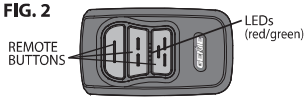

FIG. 3
(If you already have a working "code switch" remote, simply match your new GenieMaster™ Remote switches to those on your existing remote and proceed to step 4.)(FIG.3)
2. Slide off the rear cover of the remote (FIG. 3).
4. Locate the non-rolling code button label inside the Rear Cover (FIG. 3).
5. Press the non-rolling code button B, C or D (FIG.3) that matches the appropriate code switch description on the label. The YELLOW LED next to the battery will begin flashing.
1. Slide the Circuit Board Cover off the back of the remote (FIG. 3).
1. Slide the Circuit Board Cover off (FIG. 3).